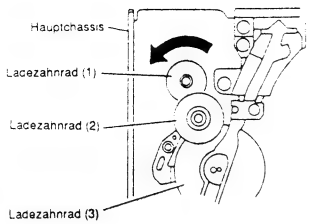

Abb. 2-17
Falls der Defekt in dem Lademotor liegt, diesen entfernen und danach das Ladezahnrad (1) in Richtung des Pfeiles drehen. Entladen ist nun manuell möglich (siehe Abb. 2-17).